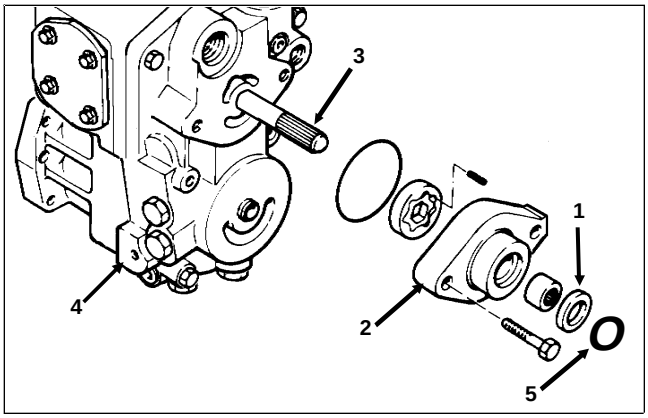

Figure 28
3. Remove retaining ring, then carefully remove seal from bore in charge pump cover (Fig. 28). The face of the seal my be punctured with a sharp instrument (such as a screwdriver) to aid in prying the seal out, or a slide hammer type puller may be used to remove the seal. Be careful to not damage the charge pump cover or shaft. Once removed the seal is not reusable.